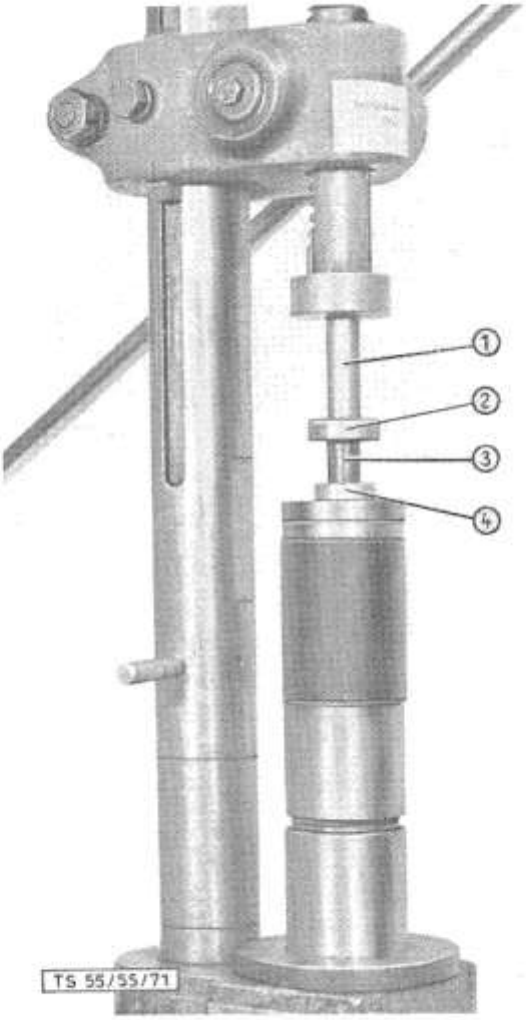

Bild 70: **Aufpressen der Kugellager auf Wasserpumpenwelle**
2. Beide Kugellager einfetten und auf Pumpenwelle aufpressen (Bild 70). Raum zwischen Kugellagern (71/3) mit Wasserpumpenfett anfüllen.